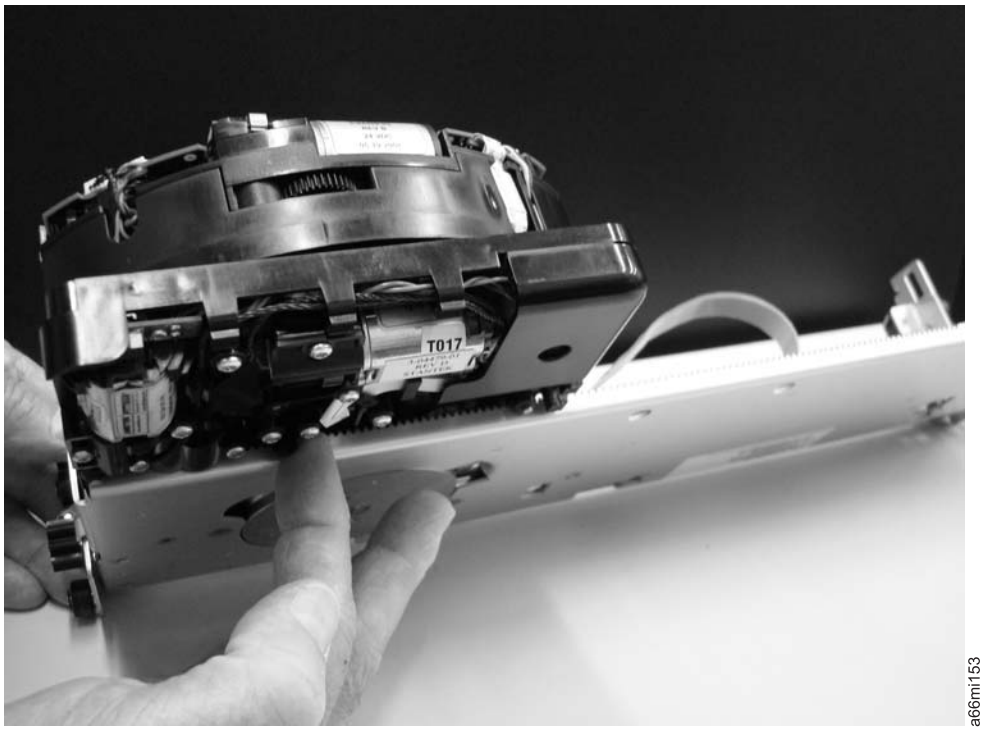
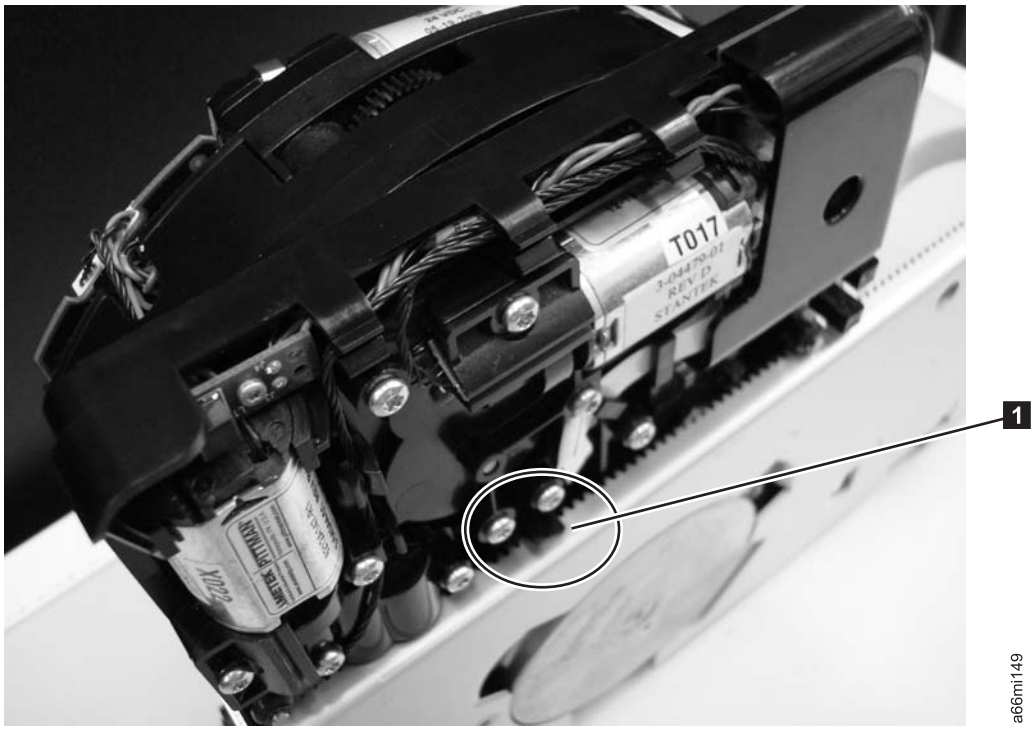

Figure 7-90. Press the release lever
Figure 7-91. Close-up of the release lever
3. Hold robot as shown in Figure 7-90 on page 7-83 and locate the release lever (**1** in Figure 7-91 on page 7-83) on the underside of the Picker Assembly. Rotate the release lever forward and lift up on the Picker Assembly. It will pivot against the sheet metal edge near the drive shaft. Pull to the right and remove the Picker Assembly.